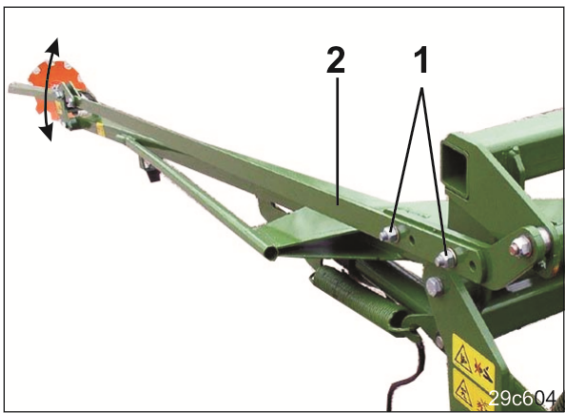

Fig. 130
7. Muttern (Fig. 130/1) lösen.
8. Strebe (Fig. 130/2) so verstellen, das die Arbeitstiefe der Spuranreißerscheibe auf ca. 5 cm begrenzt ist.
9. Muttern (Fig. 130/1) festziehen.